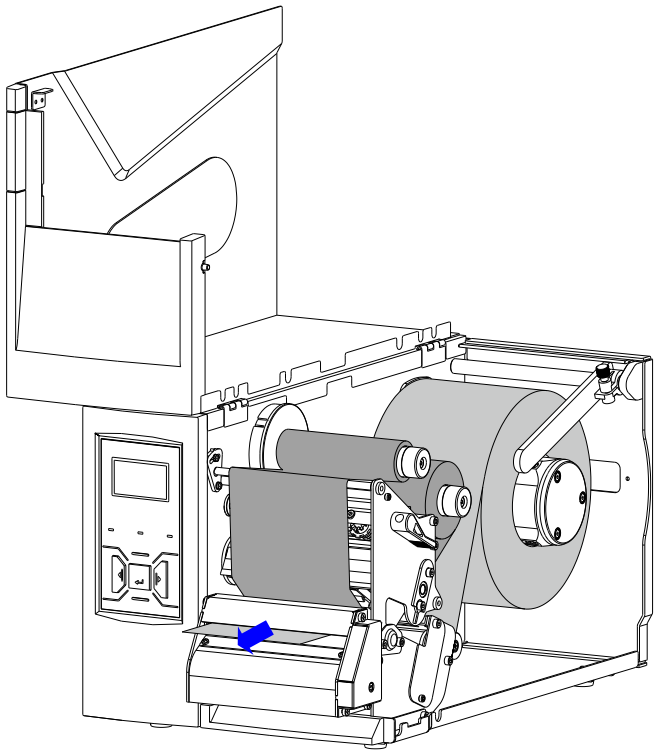

Figure 2-21 Cutter Mode
3. Load the media, please refer to 2.2.4.2 Tear-off Mode. Thread the media through the opening on the cutter as shown in Figure 2-21.